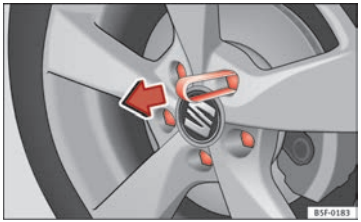

Fig. 125 Wheel: wheel bolts with caps
– Fit the plastic clip (vehicle tools) over the cap until it clicks into place ⇒ Fig. 125.